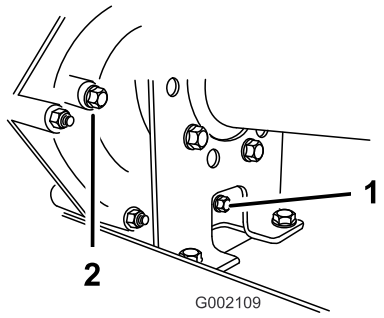
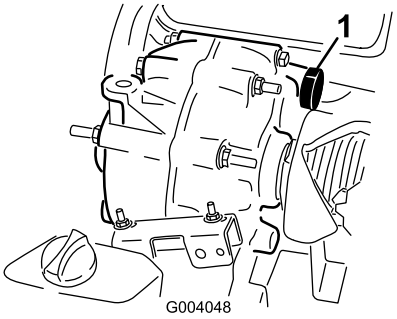

Figur 46
Figur 47
1. Rengör området kring påfyllningspluggen med hjälp av en trasa (Figur 46).
2. Ta bort påfyllningspluggen genom att vrida den motsols (Figur 46).
3. Kontrollera transmissionsoljenivån genom att titta ned i transmissionens öppning för påfyllningspluggen (Figur 46).
5. Sätt i och dra åt påfyllningspluggen och packningen i transmissionens påfyllningsplugghål (Figur 46).
1. Rengör området kring påfyllnings- och avtappningspluggarna med hjälp av en trasa (Figur 46).
3. Ta bort påfyllningspluggen genom att vrida den motsols (Figur 46).
4. Ta bort avtappningspluggen genom att vrida den motsols (Figur 46).
5. Sätt i och dra åt avtappningspluggen och packningen i transmissionens avtappningsplugghål (Figur 46).
6. Fyll på behållaren (Figur 47) genom påfyllningshålet med ca 1,4 l angiven olja eller tills oljenivån i transmissionen är i nivå med gängornas nederkant (Figur 46).
7. Sätt i och dra åt påfyllningspluggen och packningen i transmissionens påfyllningsplugghål (Figur 46).
9. Kontrollera oljenivån och fyll på olja om nivån inte är i nivå med påfyllningspluggens gängor (Figur 46).